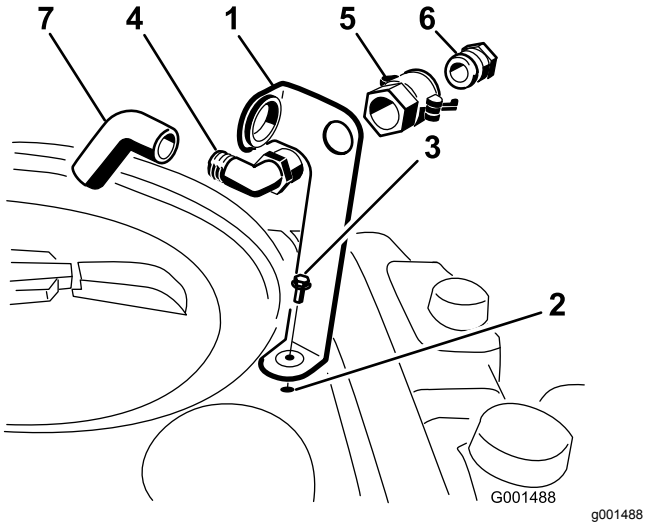

Figur 3
1. Placera fästet till påfyllningsreservoaren över det gängade hålet i tanken och fäst det med en flänsskruv (5/16 x 3/4 tum) (Figur 3).
2. För in 90-gradersvinkelkopplingens gängade ände i fästet och skruva fast snabbkopplaren, så att kopplingen sitter fast på fästet (Figur 3).
3. Montera slangadaptern i snabbkopplaren (Figur 3).
4. Lås adaptern på plats genom att svänga reglagen mot adaptern och sedan fästa dem med hårnålssprintarna (Figur 3).
5. För antihävertslangen genom den stora öppningen på fästet och för sedan på den 90-graderskopplingens hullingförsedda ände (Figur 3).